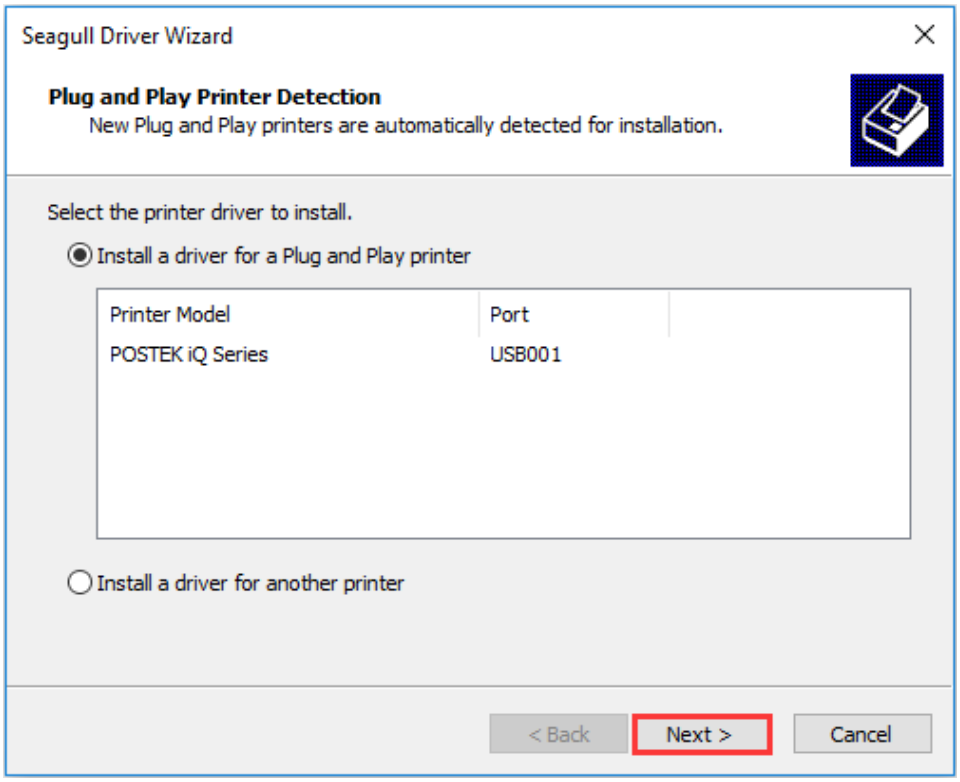

Figure 2-29 Printer Detected
7. The connected printer will be detected (POSTEK iQ Series for example), click "Next", as shown in Figure 2-29.